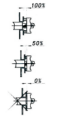

Рисунок 10
3.3 Когда толщина контакта главных цепей приближается к нулю, надо сразу прекратить эксплуатации, см. рисунок 10.